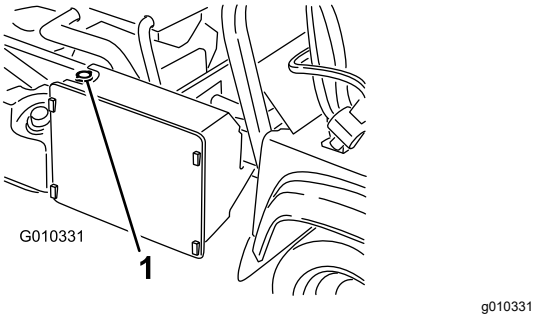

Figura 54
3. Retire o tampão do radiador (Figura 54).
4. Retire o tampão do depósito secundário (Figura 54).
7. Tape o radiador e instale o tampão (Figura 54).